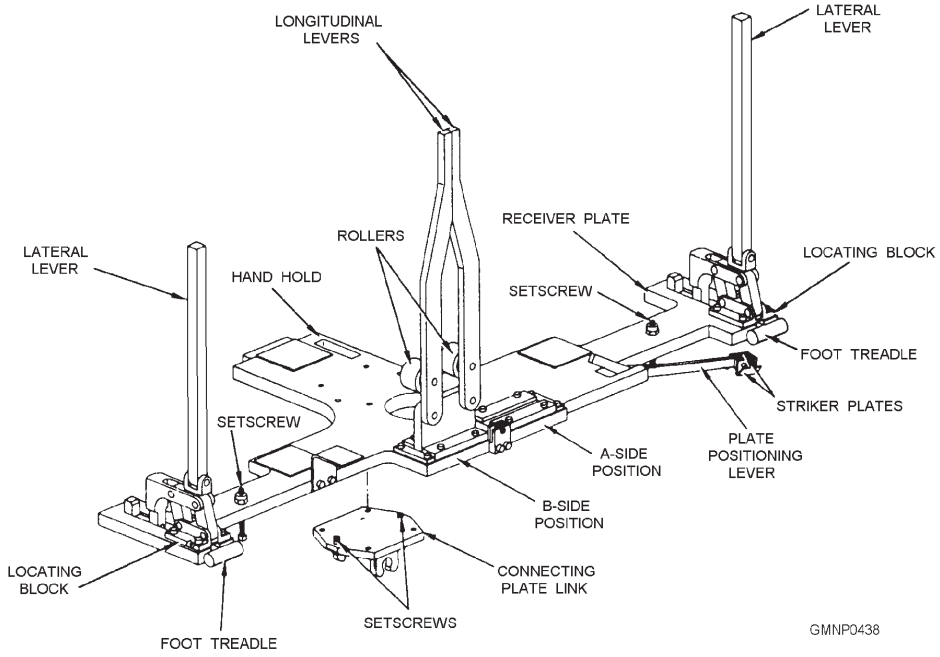

**Figure 8-12.—ASW container receiver plate.**
**ASW HANDLING EQUIPMENT**.—ASW-type missiles are shipped to a Mk 26 GMLS in Mk 183 shipping containers (instead of transfer dollies). A special piece of equipment is used to transfer an ASW missile between its shipping container and the strikedown beam. This device is called the ASW container receiver plate (fig. 8-12). The ASW receiver plate is secured to the receiver piston. It also has some